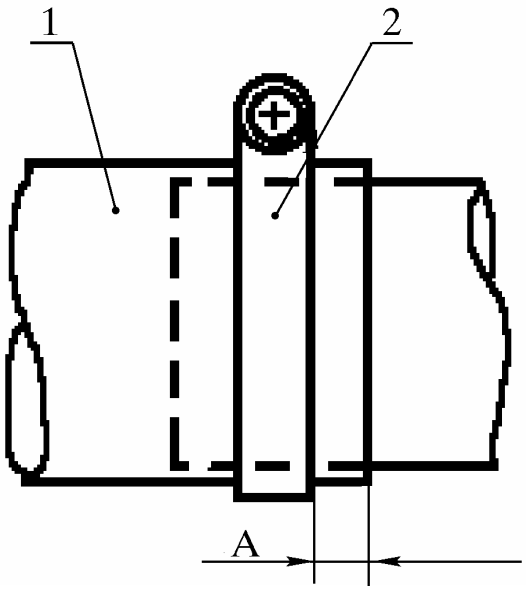

Рис. 39. Установка хомутов:
4) расстояние А (рис. 39) между концами шлангов 1 и кромками хомутов 2 должно быть: